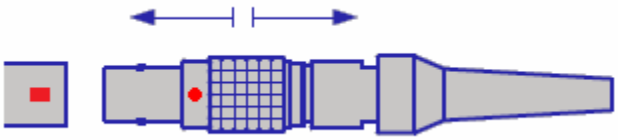

Figura 79: Conexão de Conectores DC
4. Alinhe o ponto vermelho no conector de saída CC do adaptador CA com a linha vermelha no conector da fonte de alimentação do Carregador Vesta e, em seguida, insira o conector de saída CC no conector da fonte de alimentação. **Consulte a Figura 79.**